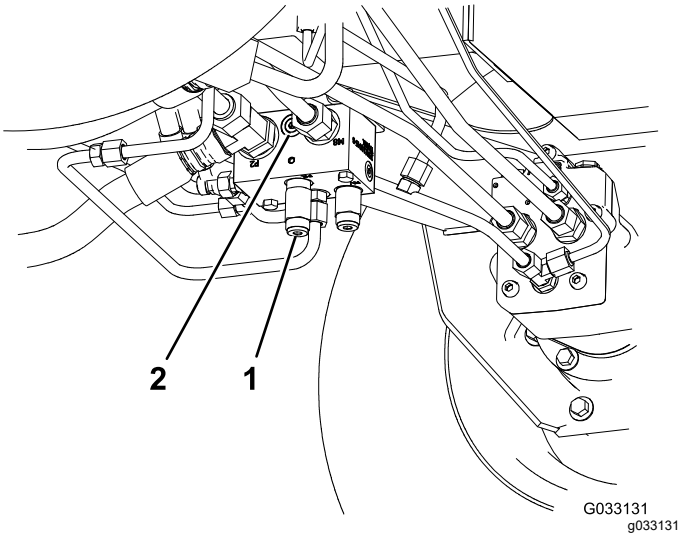

Figur 39
- Toro-delenr. 95-0985, kobling (2)
- Toro-delenr. 340-77, hydraulikkobling (2)
1. Monter en diagnosekobling i den umarkerte porten som ligger mellom portene M8 og P2 på bakre trekkmanifold (Figur 39).